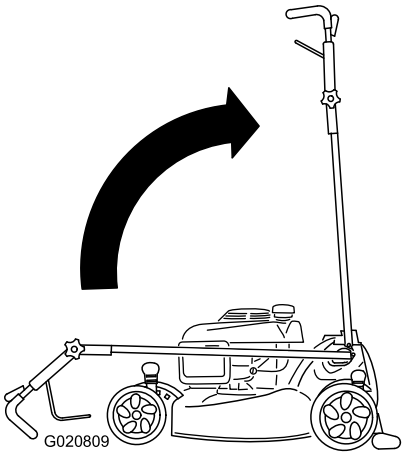

Figuur 51
2. Zet de handgreep rechtop (Figuur 51).